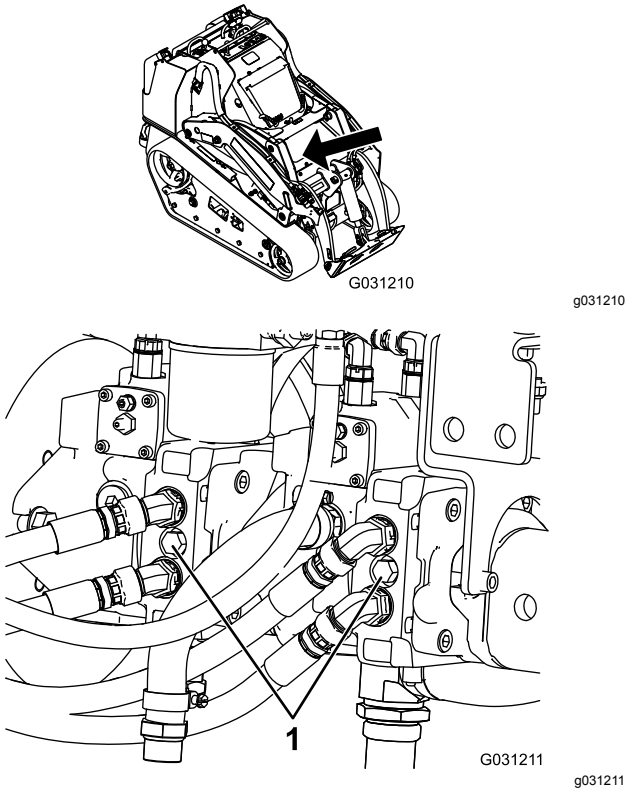

Figuur 31
4. Gebruik een steeksleutel om de sleepkleppen op de hydraulische pompen tweemaal linksom te draaien (Figuur 31).